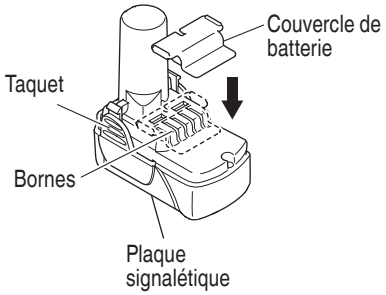

Fig. 1
- **Soit ranger le bloc de pile avec l'outil électrique ou de manière sécuritaire en l'enfonçant dans le couvercle jusqu'à ce que les orifices de ventilation soient dissimulés afin d'éviter les courts-circuits. (Voir la Fig. 1)**